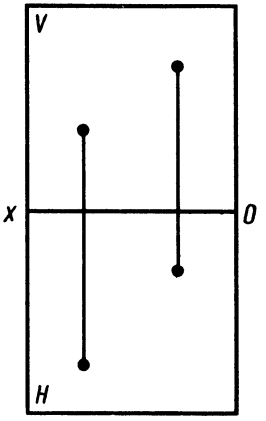

Рис. 187
72. На эпюре (рис. 187) точками изображены проекции головы мальчика на полу и стене комнаты. Скажите, в каком случае мальчик сидит, а в каком стоит. Когда он ближе к стенке? Попробуйте изобразить это на рисунке.